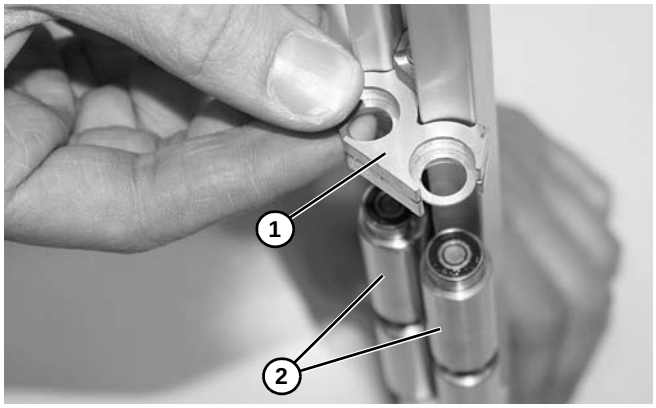

Abbildung 68
8. Lagerträger (falls eingebaut) **(Abbildung 68, Teil 1)** und Spindeln **(Abbildung 68, Teil 2)** abnehmen.